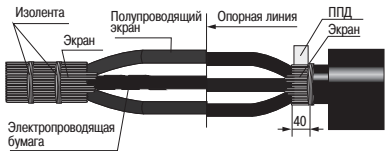

Рисунок 3
4.7 Размотать электропроводящую бумагу с жил кабеля до места отгиба проволок экрана и обрезать её, не повреждая полупроводящего экрана (рисунок 3).